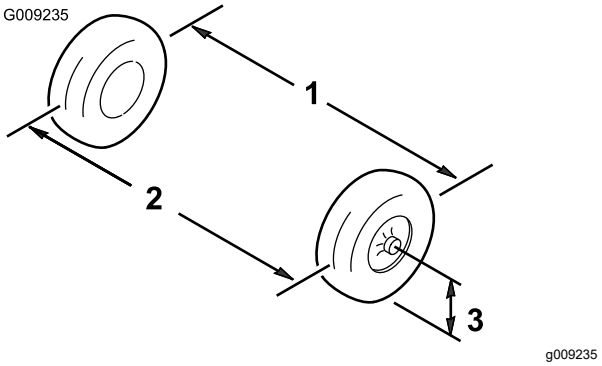

Figur 47
3. Mål avstanden mellom begge forhjulene ved akselhøyde, både foran og bak på forhjulene (Figur 47).